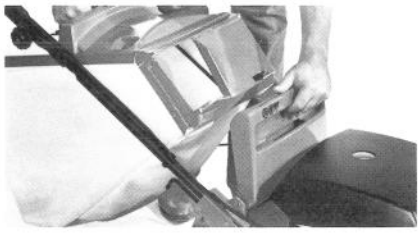

Figure 14
6. Pour enlever le sac, arrêtez le moteur, étendez le bras par dessus les montants du mancheron et saisissez le sac d'une main. Avec l'autre main, levez la porte arrière pour l'ouvrir à fond, ce qui décroche le sac (Fig. 14).